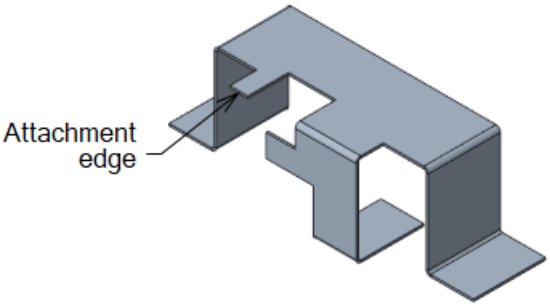
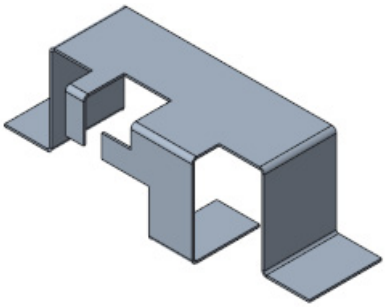

Figure 14-98 *The attachment edge for the flange wall*
Figure 14-99 *Model showing the flange wall on the front edge of the base wall*
1. Create the next flange wall on the front edge of the base wall by selecting the attachment edge, as shown in Figure 14-98, and specifying the height of the wall as **19**. The model similar to the one shown in Figure 14-99 is displayed in the drawing area.